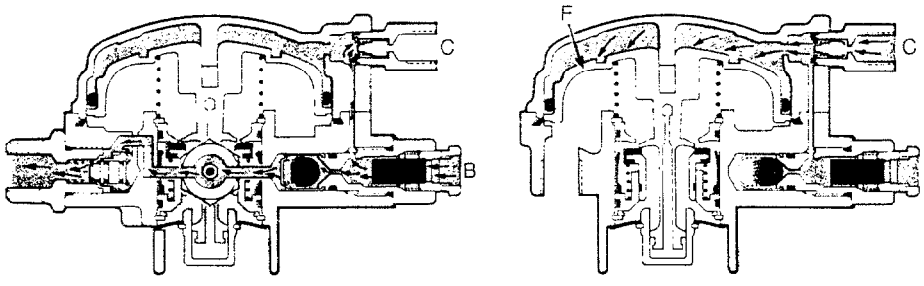

Figure 12 — Spring Brake Relay Valve — Anti-compound Function
28. The spring brake relay valve is designed to prevent both service and spring brakes applying together. Air pressure through port B holds the check valve in port C, which is connected to a delivery line running from the relay valve, in the closed position. Should the towing vehicle brakes be applied and the emergency line be exhausted simultaneously, e.g. tractor protection valve being applied, delivery air pressure from the relay valve would pass through the check valve in port C (see Fig. 12) and depress piston F. This in turn, would hold the spring brakes in the released position until the brake valve in the towing vehicle is released.